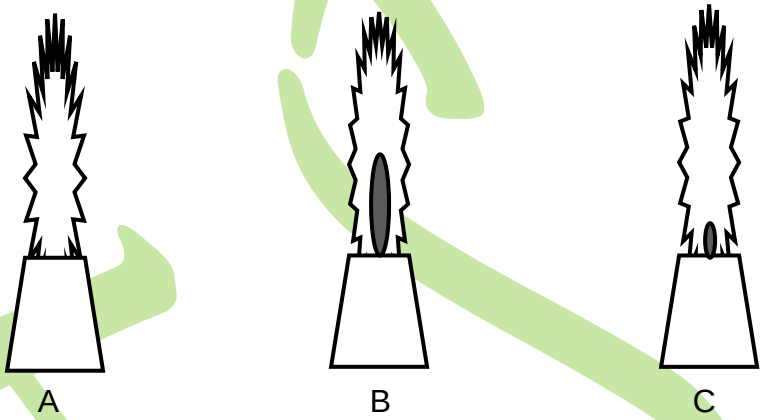

FIGURE 5 (3)
7.1 FIGURE 5 shows the THREE different types of flames used for oxyacetylene welding.